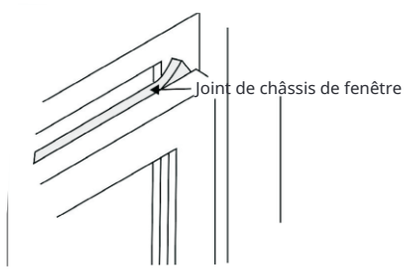

Fig.18
1. Ajustez le joint de châssis pour qu'il s'adapte à la largeur de la fenêtre. Insérez dans l'espace entre les châssis supérieur et inférieur (Fig.18).